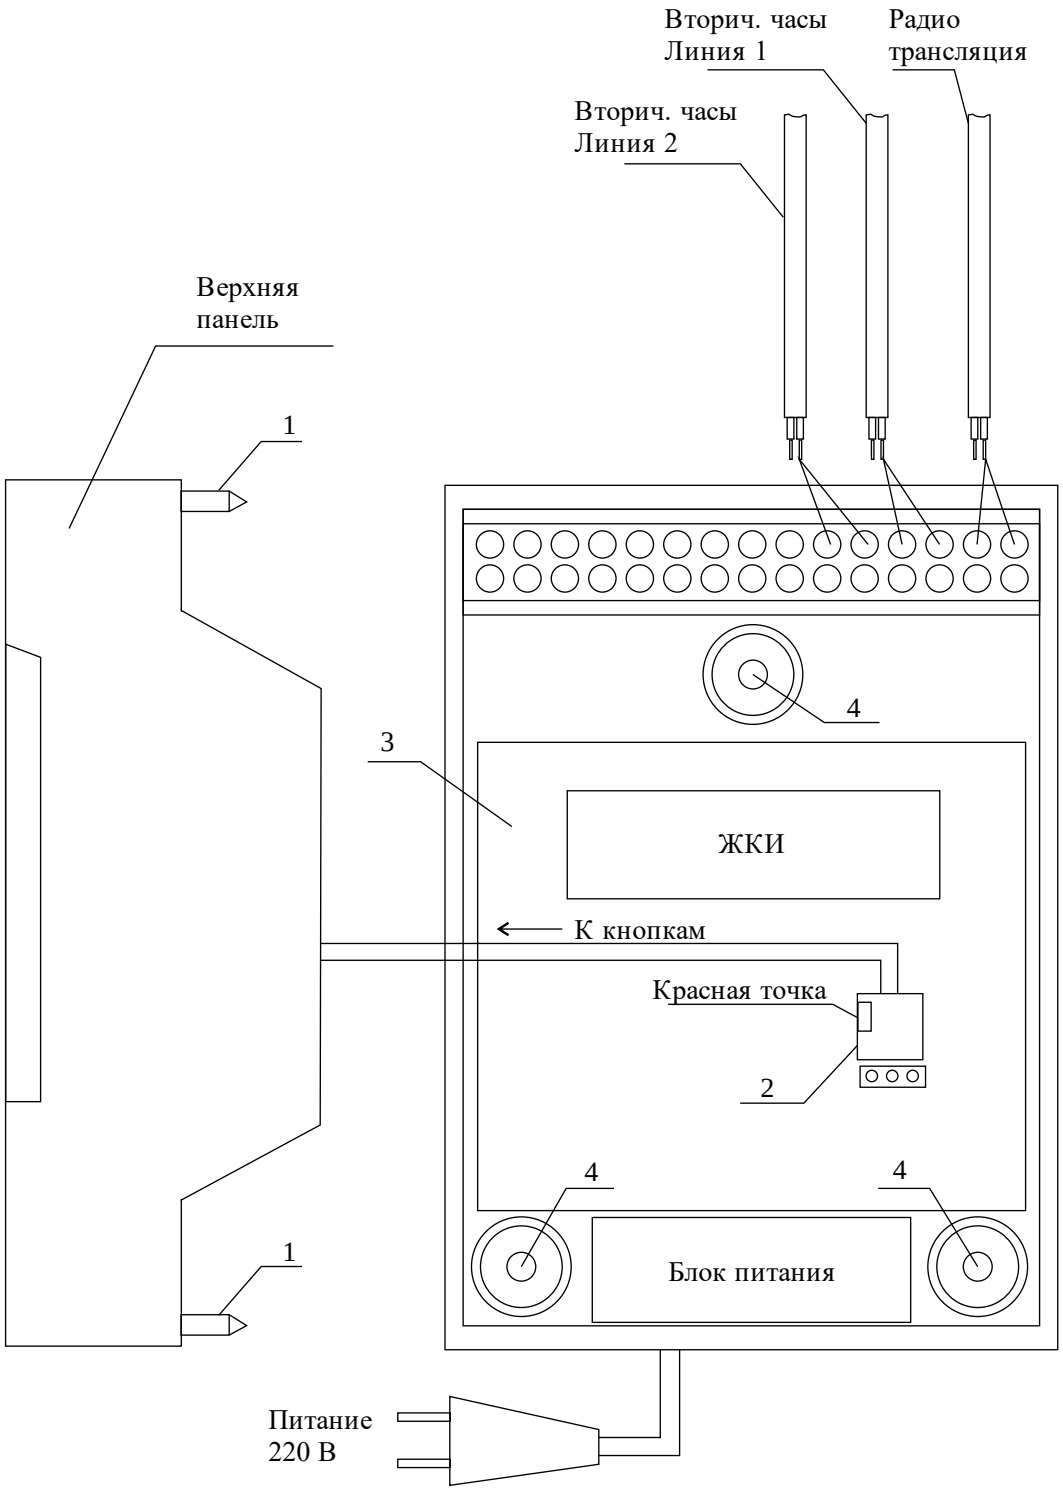

Рис. 1
4.1. Выверните четыре винта 1, расположенных на верхней панели ЧС (см. Рис.1). Осторожно снимите верхнюю панель и отсоедините разъем 2, соединяющий кнопки с печатной платой 3.
4.4. Подсоедините линии вторичных часов и линию радиотрансляционной сети в соответствии со схемой рис. 1.